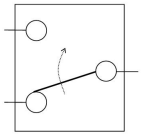

Figura 1: Esquema de interruptor
1. Dado el esquema de un interruptor convencional mostrado en la Figura 1, realice un esquema del circuito de conexión necesario para poder encender o apagar una lámpara de filamento desde 2 ubicaciones diferentes. Utilice para ello una fuente de tensión, una resistencia (lámpara) y dos interruptores.